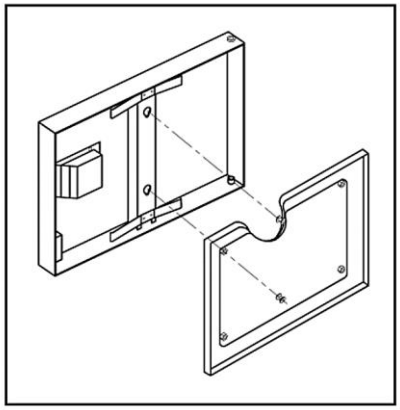

Figure 6-1 Door Gasket Assembly (Model 22CET3.1 Shown)
a) Remove the door gasket assembly (see Figure 6-1).